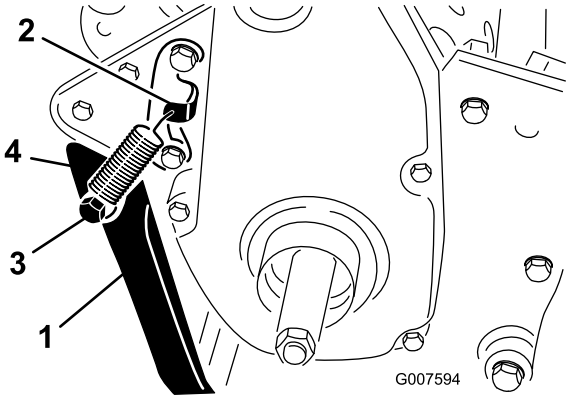

Figur 7
2. Haka fast fjädern i hålet i fjäderfästet och på fjädertappen samtidigt som du passar in stödet efter monteringshålen i den bakre ramen (Figur 7).
3. Montera stödet på båda sidor om ramen med en skruv, låsbricka, distansbricka, planbricka och låsmutter (Figur 7). Distansbrickan ska sitta i stödets monteringshål.